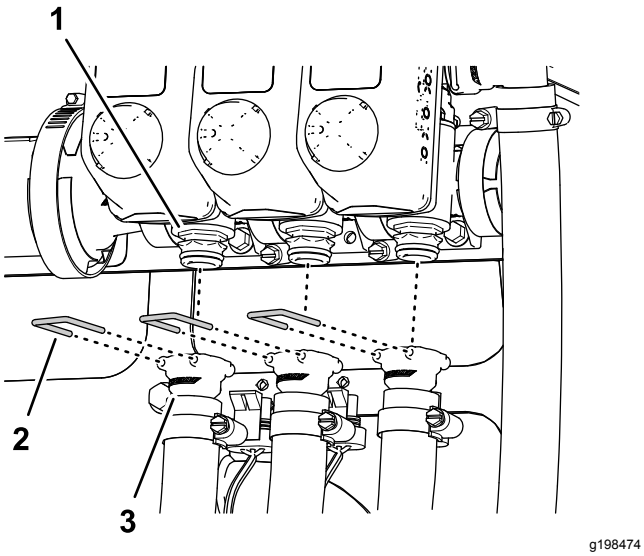

Rysunek 37
6. Odłącz elementy ustalające mocujące szybkozłącza lewego, środkowego i prawego przewodu doprowadzającego od szybkozłączy zaworów sekcji zraszania (Rysunek 37).
7. Odłącz lewy, środkowy i prawy wąż doprowadzający od szybkozłączy zaworów sekcji zraszania, a następnie zabierz węże z maszyny (Rysunek 37).